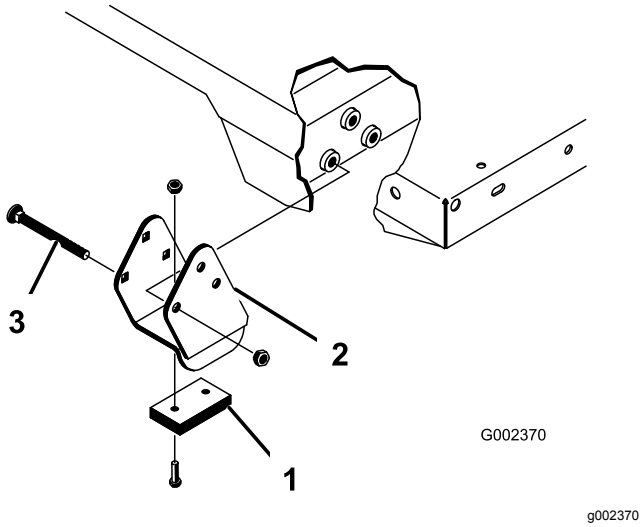

**Rysunek 36**
**Informacja:** Upewnij się, że wsporniki przekładek i nakładki (Rysunek 36) są zamontowane tak, aby łby śrub podsadzanych znajdowały się wewnątrz maszyny.
2. Ostrożnie ustaw platformę na ramie pojazdu, dopasowując otwory osi obrotu z tyłu platformy do otworów w kanale tylnej części ramy, i zamontuj dwa sworznie z łbem płaskim i zawleczki (Rysunek 36).
4. Sworzeń z łbem płaskim włóż od zewnątrz platformy zawleczką skierowaną na zewnątrz (Rysunek 36).